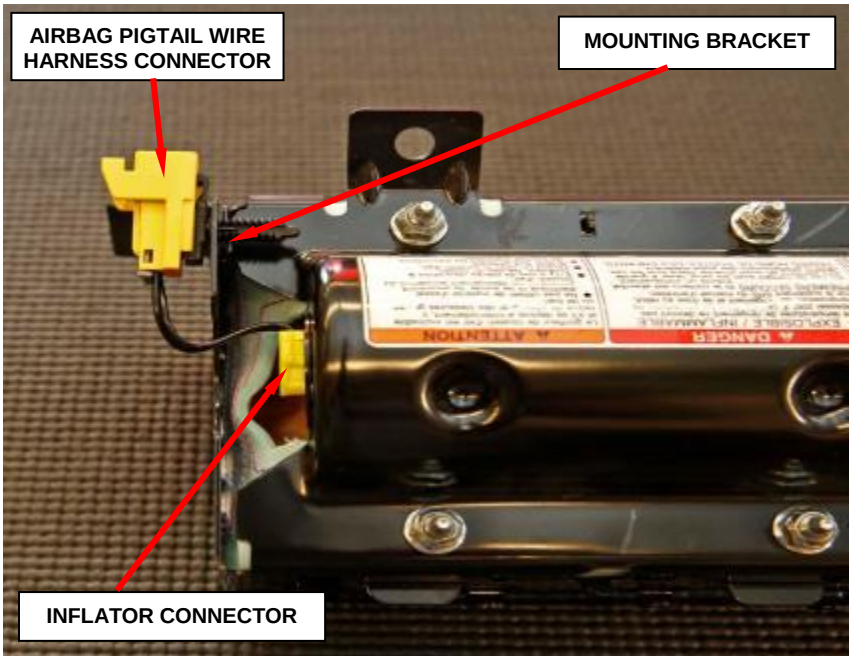

**Figure 26 – Wire Jumper Connectors**
k. Connect the new airbag pigtail wire harness connector to the mounting bracket on the housing (Figure 26).
l. Connect the new inflator connector to the inflator (Figure 26).